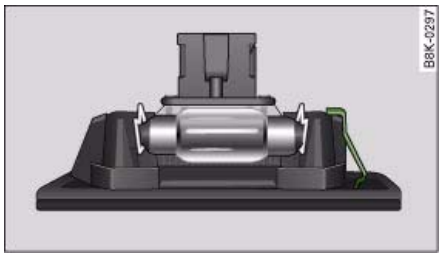

Fig. 311 Number plate light: Retaining element
– First insert the side with the retaining element ⇒ *page 315,* fig. 311 and then carefully press the number plate light into the opening.